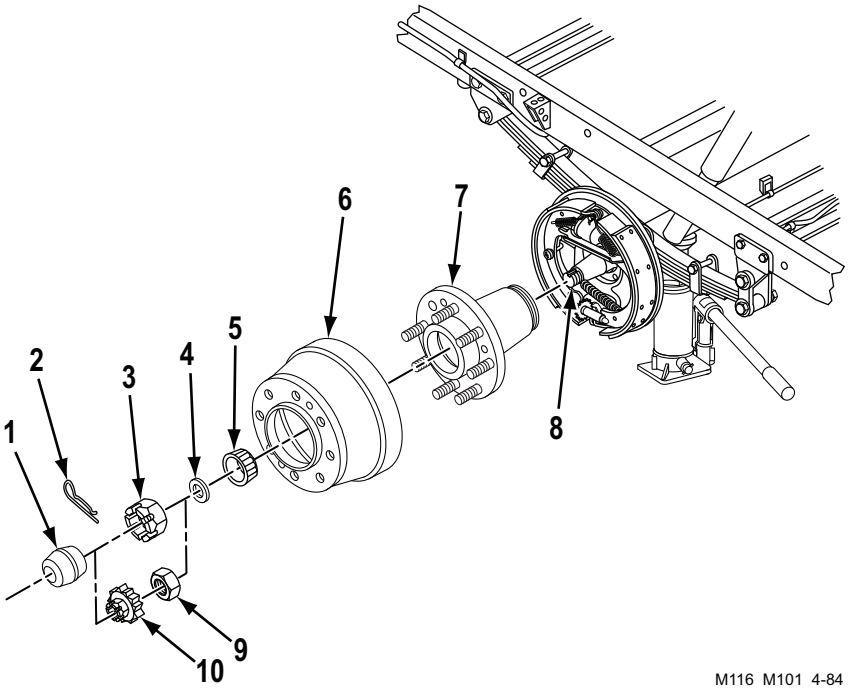

Figure 1. Hub, Brake Drum, and Wheel Bearing Removal.
2. Remove grease cap (Figure 1, Item 1) from hub (Figure 1, Item 7).
3. Remove cotter pin (Figure 1, Item 2) from spindle (Figure 1, Item 8). Discard cotter pin (Figure 1, Item 2).
4. Remove castellated nut (Figure 1, Item 3), flat washer (Figure 1, Item 4), and outer bearing (Figure 1, Item 5) from spindle (Figure 1, Item 8).
5. Remove retainer (Figure 1, Item 10), nut (Figure 1, Item 9), flat washer (Figure 1, Item 4), and outer bearing (Figure 1, Item 5) from spindle (Figure 1, Item 8).
6. Remove hub (Figure 1, Item 7) and brake drum (Figure 1, Item 6), as an assembly, from spindle (Figure 1, Item 8).